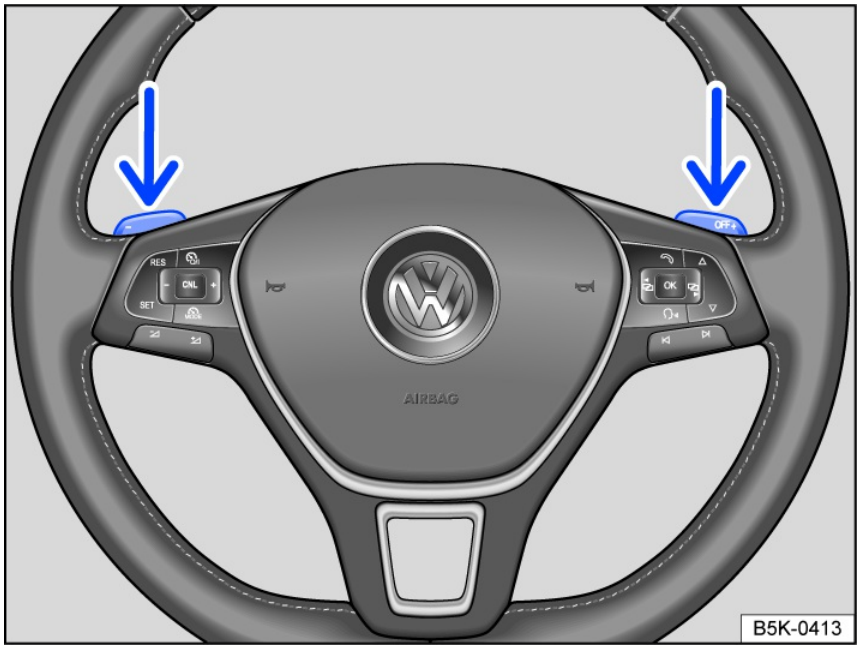

Fig. 92 Steering wheel with shift paddles for Tiptronic.
1. Pull the right shift paddle toward the steering wheel to shift up *fig. 92*.